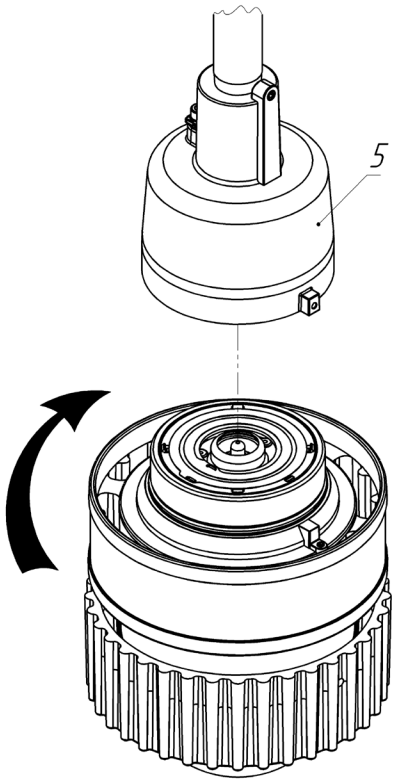

Рис. 2
4.1.3 – Выкрутить светильник из монтажного модуля поз. 5 и перенести его в помещение, расположенное вне взрывоопасной зоны. (См. рис. 2);
4.2.3 - Выкрутить светильник из монтажного модуля поз. 5 и перенести его в помещение, расположенное вне взрывоопасной зоны. (См. рис. 2)